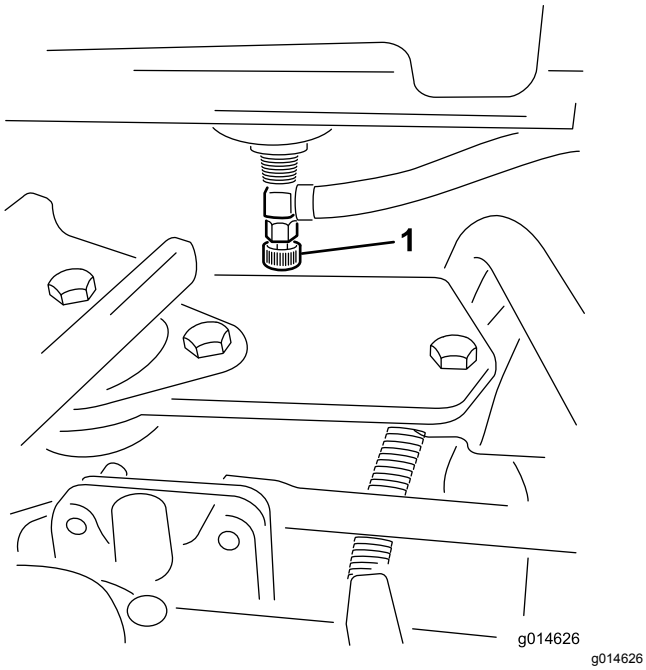

Figur 33
1. Lukk drivstoffavstengingsventilen (Figur 33) under drivstofftanken.